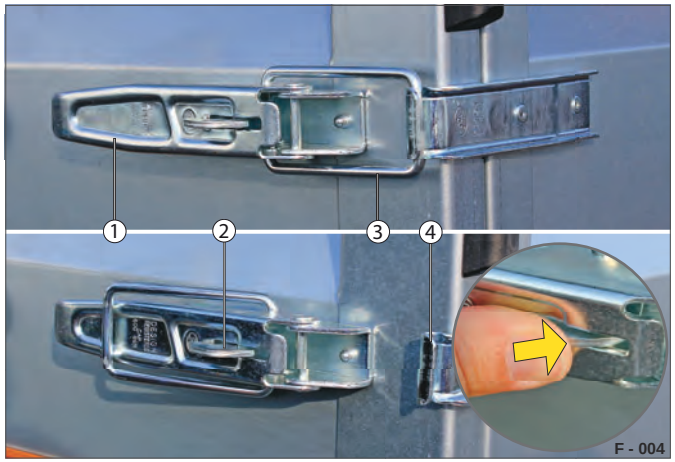

Fig. 5 Spændelukkeanordning (STEELY)
▶ Tryk sikringen (Fig. 5 /2) ind, og træk i grebet (Fig. 5 /1). Bøjlen (Fig. 5 /3) er frigjort.
▶ Sving bøjlen op, så den er fri af lasken (Fig. 5 /4).